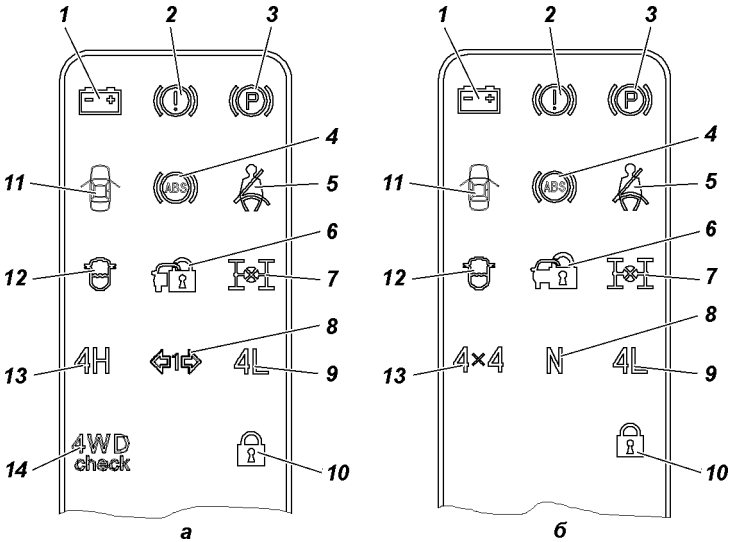

Рис. 3.6. Блок сигнализаторов (наименование позиций см. в тексте):
3 -блок сигнализаторов (изображен на рис. 3.6)
На рис. 3.6 изображен блок сигнализаторов.
- перед тем как отпустить педаль сцепления, убедиться, что соответствующий сигнализатор (4H или 4L рис. 3.6 а) в комбинации приборов включен или выключен.
Состояние “включено” - иммобилайзер блокирует пуск двигателя. При этом сигнализатор 6 (см. рис. 3.6) включения иммобилайзера включен постоянно.
После включения зажигания (см. рис. 3.4) сигнализатор 6 (см. рис. 3.6) включения иммобилайзера загорается на 1,5 секунды в тестовом режиме. Затем, до пуска двигателя сигнализатор индицирует состояние противоугонной системы:
-убедитесь, что зажигание включено, код ключа распознан (сигнализатор 6 (см. рис. 3.6) включения иммобилайзера выключен);
-в течение 10 секунд после включения выключите зажигание. Сигнализатор 6 (см. рис. 3.6) включения иммобилайзера начинает мигать, система включена;